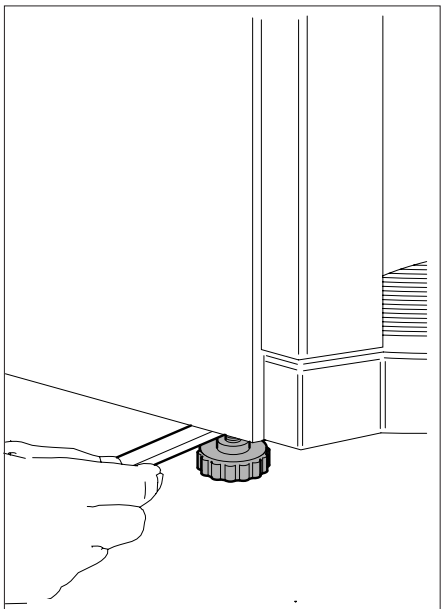

Fig. 6.2
– Nivelar el distribuidor, colocando un nivel sobre el mueble. Asegurarse que el desnivel no es superior a 2º *(Fig.6.2).*